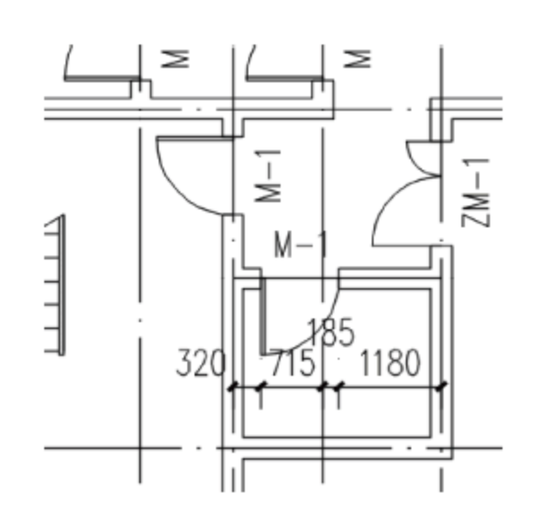

图 12-3　M-1 标注
(2) 单击菜单中的“尺寸标注”→“门窗标注”命令，标注 M-1 的尺寸，如图 12-3 所示。命令行提示如下。